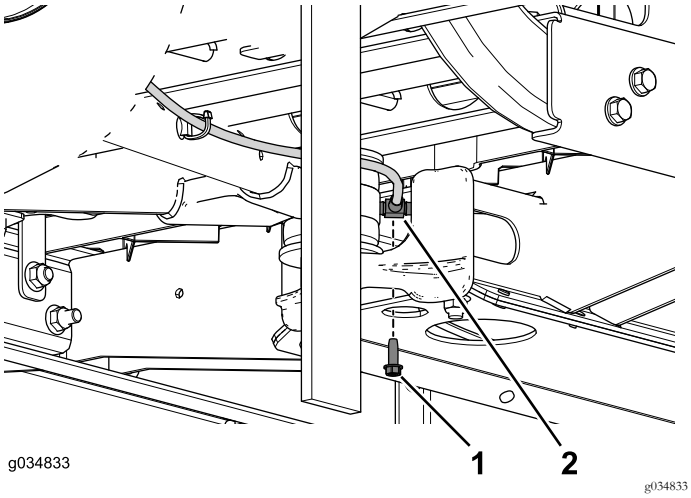

Figur 66
6. Fjern den selvgjengende skruen som fester T-stykket til midtkanalen (Figur 66).